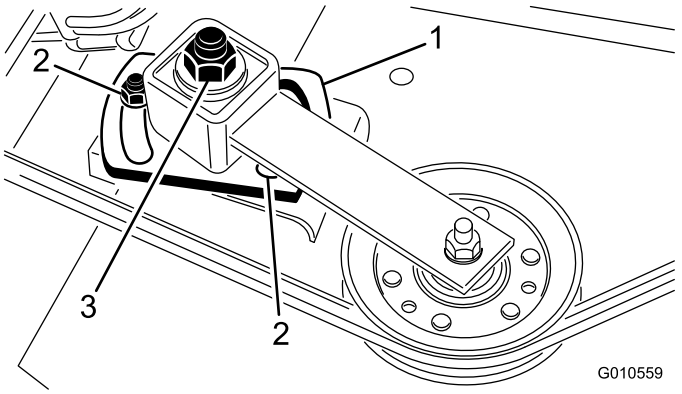

Figur 28
4. Løsne de to mutterne som holder lederullplaten på plass. Stram justeringsmutteren for lederullen til 24–41 Nm ved hjelp av en pipe- og en momentnøkkel (Figur 28).